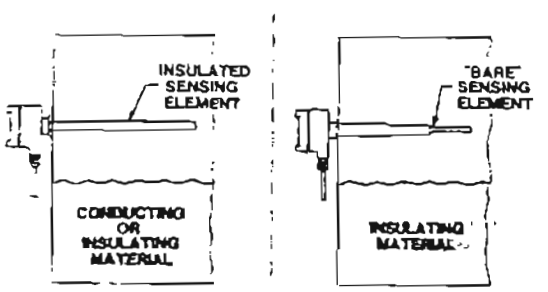

Fig. 5-6
A. Be sure that the level is well below the end of the sensing element. See Figure 5-6.